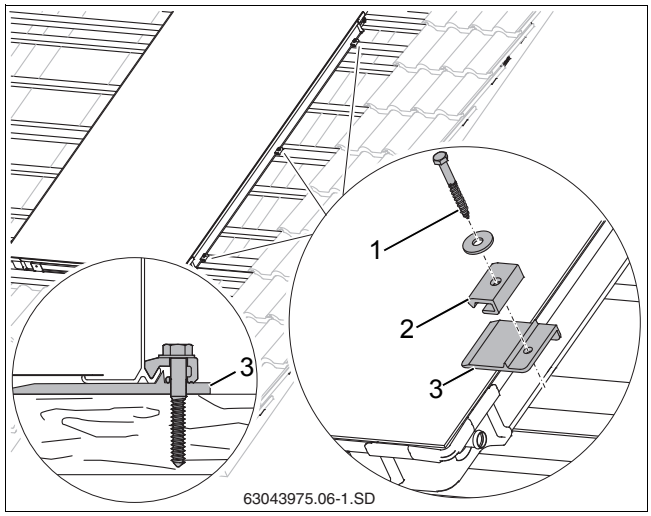

Рис. 23 Укладка и крепление первого коллектора
- Слегка приподнимите коллектор и сдвиньте вниз под коллектор правые подкладные пластины (рис. 23, [3]) на 2-ой и 3-ей дополнительных рейках, а также в середине коллектора на имеющейся рейке так, чтобы выступ уперся внизу в край коллектора.
- Для винта (рис. 23, [1]) нужно заранее просверлить отверстие сверлом 4 мм.
- Закрепите односторонний прижим (рис. 23, [2]), установив винт 6x40 (рис. 23, [1]) и подкладную шайбу (используйте ключ SW 10).